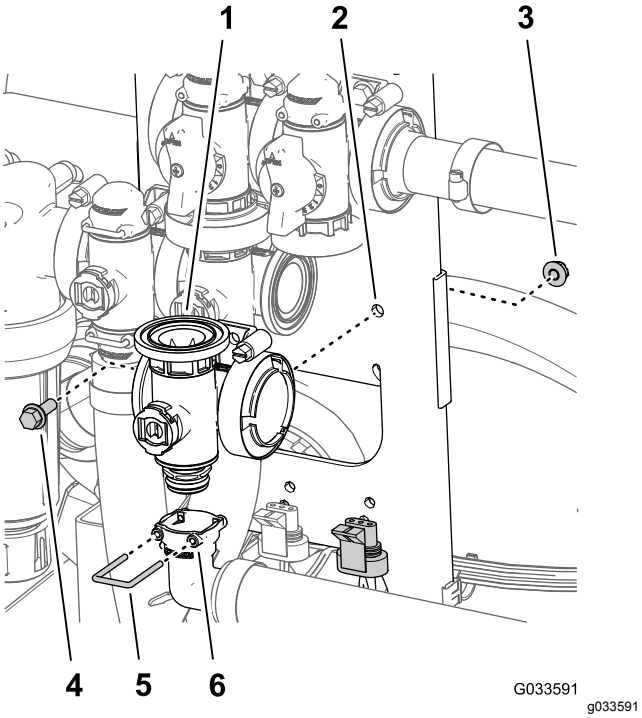

Figur 127
5. Innrett sokkelen til 90 graders uttaksnippelen på koblingsfestet nederst på manifolden for hovedbomventilen (Figur 127).
6. Fest koblingsfestet til uttaksnippelen ved å sette en holder i sokkelen på uttaksnippelen (Figur 127).